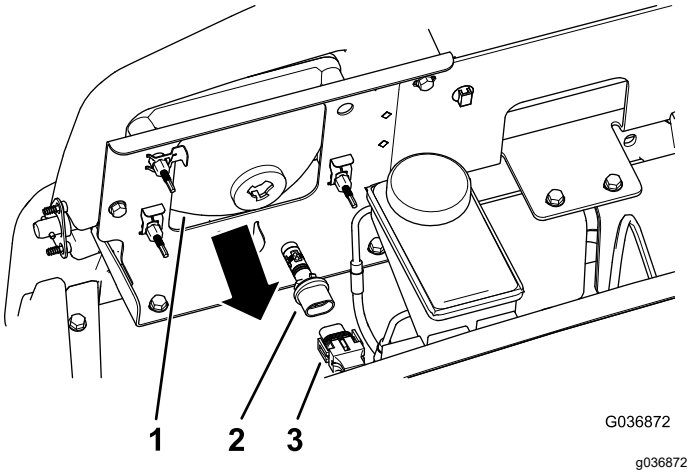

Figur 51
3. Koppla loss kablagets elektriska anslutning från lampans kontakt på baksidan av lamphuset (Figur 51).
4. Vrid lampenheten en kvarts varv motsols och dra den bakåt, ut ur lamphuset (Figur 51).
5. Sätt i den nya lampenheten och lamphuset och passa in flikarna på lampenheten efter skårorna i lamphuset (Figur 51).
6. Fäst lampenheten genom att vrida den ett kvarts varv medsols (Figur 51).
7. Anslut kablagets elektriska anslutning till den nya lampenhetens kontakt (Figur 51).